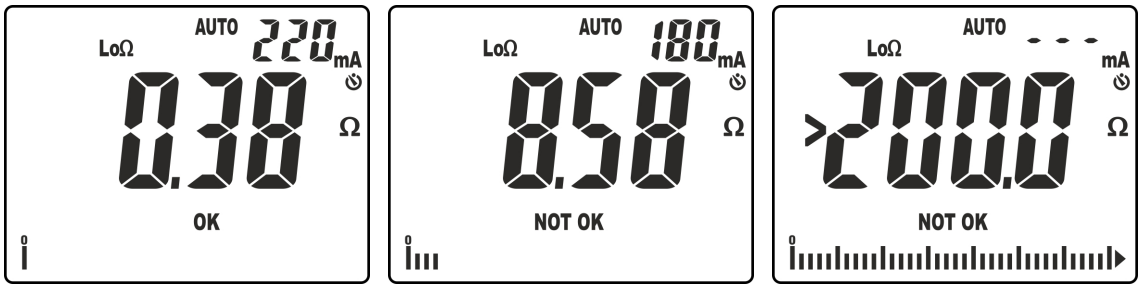

Fig. 28: Resultados de la medida de continuidad en modo AUTO
10. En la pantalla de Fig. 28 – parte izquierda aparece un resultado positivo de la prueba “OK” (valor menor del umbral configurado y corriente de prueba >200mA). En la pantalla de Fig. 28 – parte central aparece un resultado negativo de la prueba “NOT OK” (valor superior al umbral configurado y corriente de prueba <200mA). En la pantalla de Fig. 28 – parte derecha aparece resultado negativo “NOT OK” correspondiente al fuera escala (símbolo “**>200.0**”